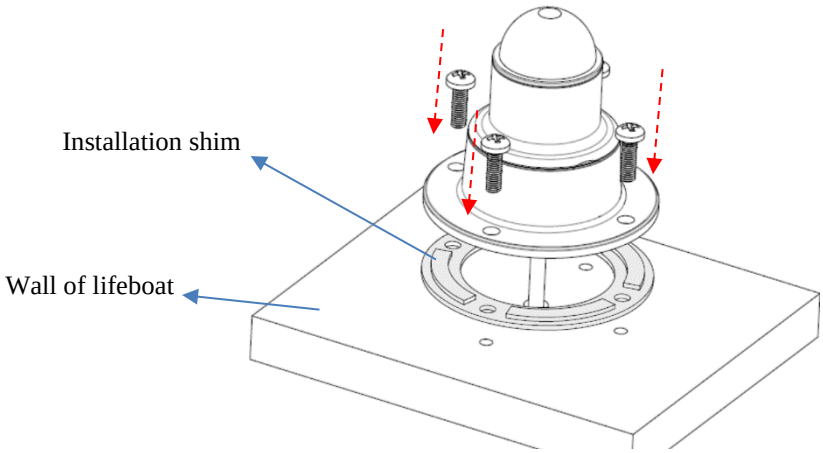

Figure 3-3
3.2.4 After wiring process completed, place the mounting shim between the product and the boat wall, and properly lock the product with 4* M6 stainless steel screws as shown in Figure 3-3, and the product installation should be complete.